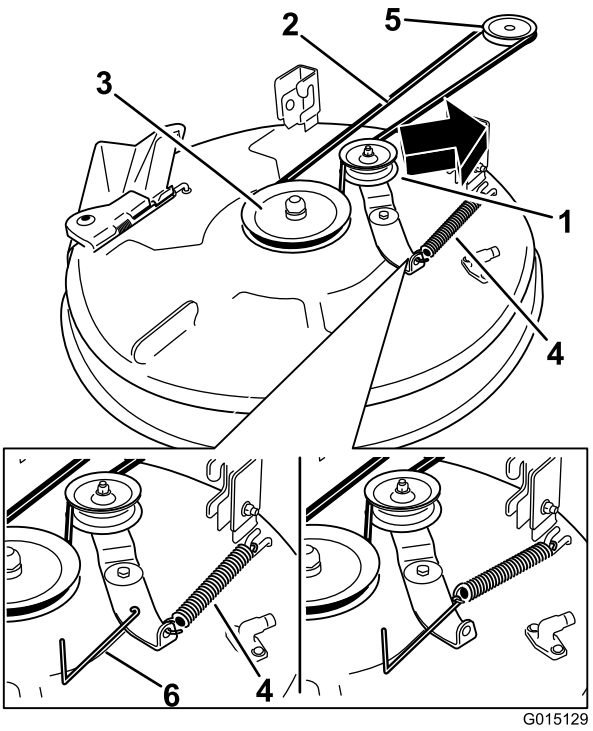
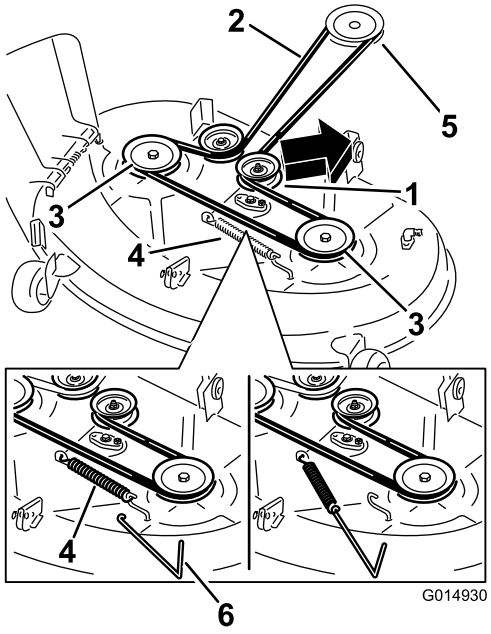

Figuur 68
Figuur 69
5. Gebruik een veerverwijderaar (Toro onderdeelnummer 92-5771), verwijder de spanpoelieveer van de maaidekhaak om de spanning op de spanpoelie te verwijderen en rol de riem van de poelies (Figuur 68 en Figuur 69).
6. Leg de nieuwe riem rond de motorpoelie en de poelies van het maaidek (Figuur 68 en Figuur 69).
7. Gebruik een veerverwijderaar (Toro onderdeelnummer 92-5771) en plaats de spanpoelieveer terug op de maaidekhaak om spanning op de spanpoelie en riem te zetten (Figuur 68 en Figuur 69).